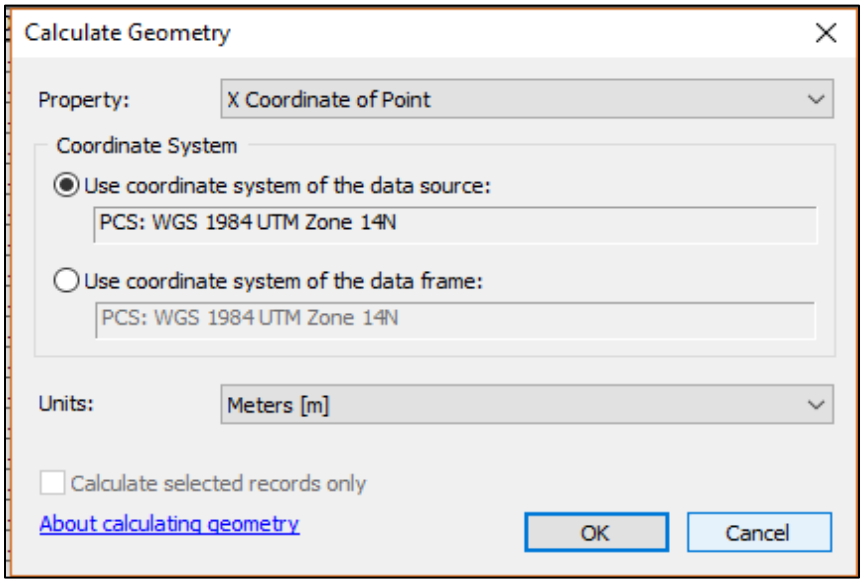

Figure 14. Calculate Geometry Tool Example 1
2.3.3 For the columns [X_COORD] and [Y_COORD] select the first [Use coordinate system of the data source] (Figure 14).